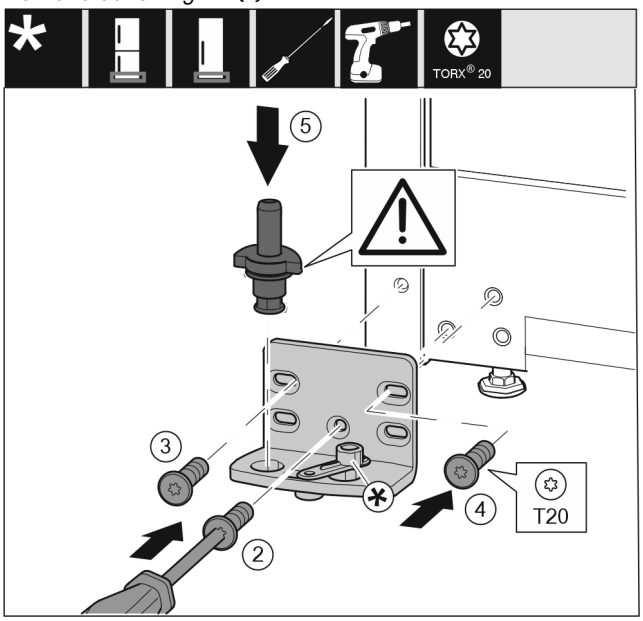

*Fig. 48 **
- ▶ Place the swap bearing block on the other side and use a screwdriver to screw it on. Start with the screw *Fig. 48 (2)* at the bottom in the middle.*
- ▶ Tighten screw *Fig. 48 (3)* and screw *Fig. 48 (4)*.*
- ▶ Insert the bearing bolt *Fig. 48 (5)* completely. Ensure that the latching cam is pointing towards the rear.*